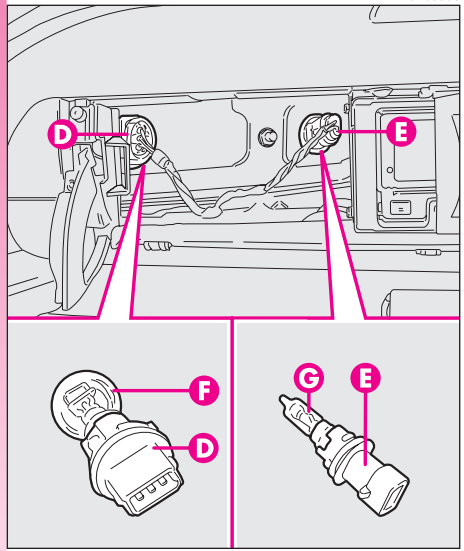

fig. 34
– tourner le porte lampe du feu de position et de stop (ampoule à deux feux) dans le sens contraire des aiguilles (**D-fig. 34**), ou le porte lampe du feu de direction (**E-fig. 34**) et le défiler;